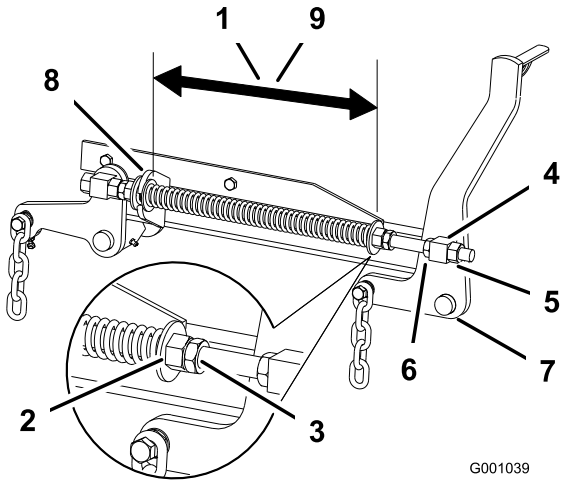

Rysunek 86
2. Sprawdź odległość pomiędzy dwiema dużymi podkładkami. Musi ona wynosić 28,2 cm dla kosiarek o szerokości podwozia 1,3 metra i 26,7 cm dla kosiarek o szerokości podwozia 1,5 metra (Rysunek 86).
3. Wyreguluj odległość, odkręcając przeciwnakrętkę sprężyny z przodu każdej sprężyny (Rysunek 86).
4. Zablokuj nakrętkę, dokręcając przeciwnakrętkę sprężyny (Rysunek 86).